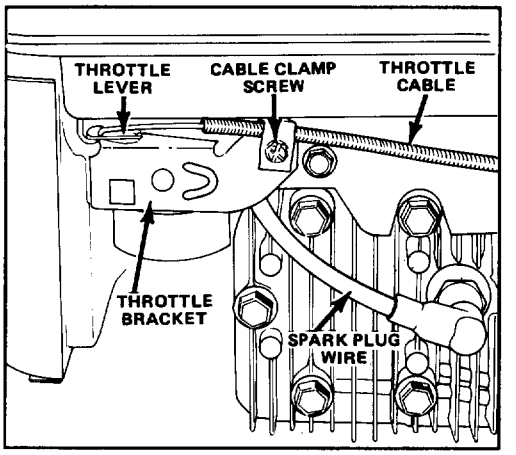

Figure 19
1. Stop engine and pull wire off spark plug (Fig. 19).
3. Loosen cable clamp screw until throttle cable slides (Fig. 19). Align holes in throttle lever and throttle bracket using a 3mm (.121") diameter pin. Tighten cable clamp screw to lock adjustment in place.